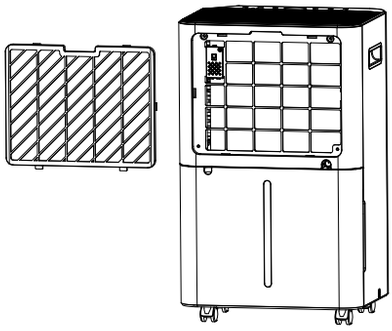

Fig.1
1. Entfernen Sie den Filter, indem Sie ihn aus seinem Sitz lösen. (Fig.1).